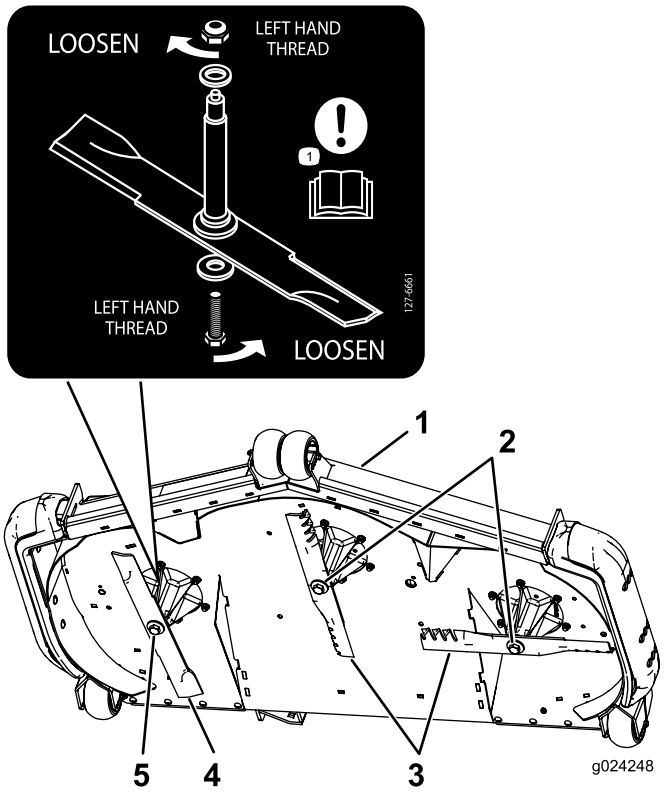

Figuur 90
Belangrijk: Het rechtermes van dit maaidek draait linksom: de mesbout is voorzien van linkse schroefdraad. Gebruik Figuur 90 om de maaimessen juist te kunnen plaatsen.
3. Verwijder de rechtermesbout (met linkse schroefdraad), de klemring en het mes van de spilas (Figuur 90).
Opmerking: Let op het type en de locatie van de messen. Zie Figuur 90 voor de juiste standen.